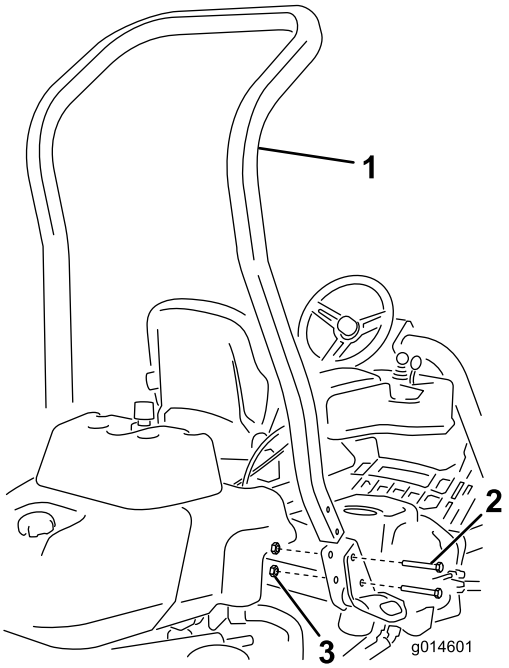

Figur 3
3. Fastgør styrtbøjlen i beslagene på hver side af maskinen med 4 bolte (1/2 x 3-3/4 tommer) og 4 flangemøtrikker (1/2 tomme) (Figur 3).